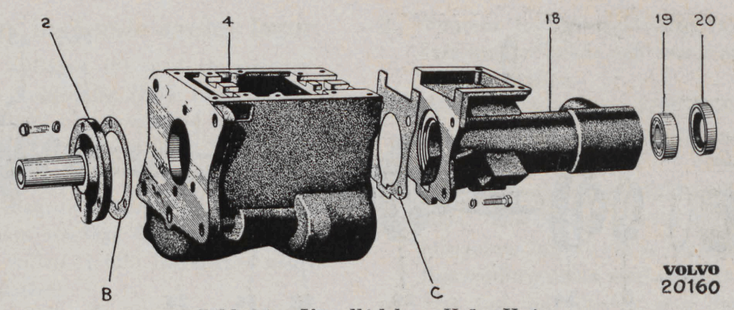

Bild 21. Växellådshus, H 1—H 4.
1. Lägg packningen (C bild 21) på växellådshusets bakre tätningsyta.
1. Sätt i ingående axeln (1) med lager i huset.
2. Lägg på en packning (B bild 21)och montera lagerlocket (2). Se därvid till att oljekanalen i locket kommer mitt för oljedräneringshålet i växellådshusets främre gavel.